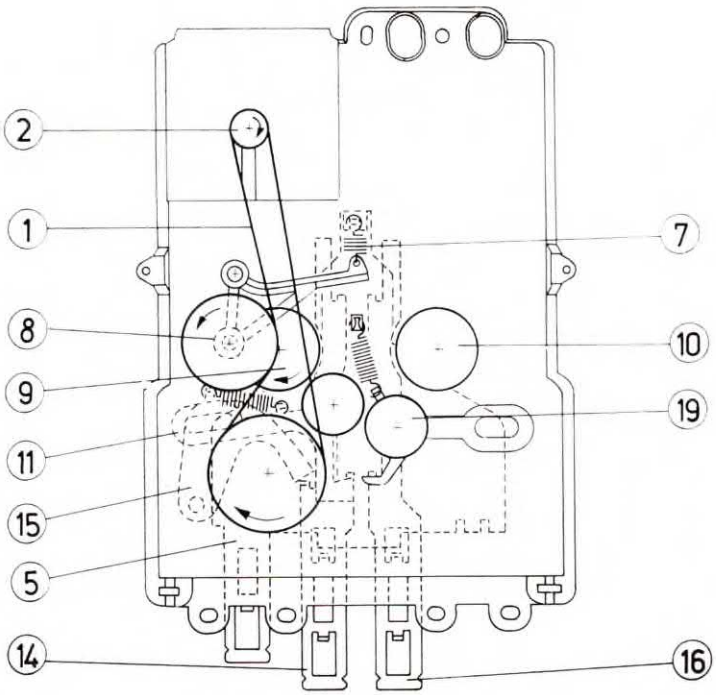

Abb. 7.
Die Funktion der Rutschkupplung ist in Abb. 7 dargestellt. Fehler wirken sich so aus, daß entweder das Band bei der Bandlauffunktion „Wiedergabe" nicht aufgewickelt wird, dann ist die Druckfeder (27) zu lose, oder der Bandzug ist zu stark, dann ist dieser zu straff eingestellt. Die Funktionsprüfung kann wie folgt durchgeführt werden: Ohne eine Kassette aufzulegen, wird das Gerät auf Wiedergabefunktion geschaltet.
Die Reibräder (12) und (19) des in den Abb. 7/8 gezeigten Umspulgetriebes sind immer zusammen mit den Zugfedern die funktionsbestimmenden Bauelemente für die Funktionen „schneller Vor- und Rücklauf". Das übertragene Drehmoment ist in jedem Falle $>$ 70 pcm, eine Justierung ist im Normalfalle nicht notwendig. Fehler können nur in einer unbeabsichtigten Überdehnung der an den Hebeln befestigten Zugfedern oder im Kontakt der Reibflächen des Umspulgetriebes liegen (Ölreste an Gummiflächen).